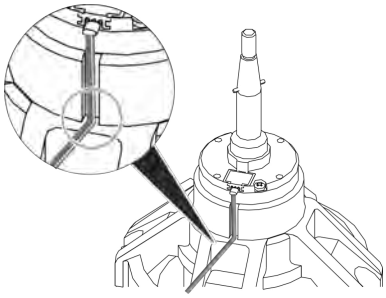

Fig. 37: Routing the cable of the speed sensor
6. Route the speed sensor cable in the groove provided for it on the motor (*Fig. 37*).
3. Route the speed sensor cable in the groove provided for it (*Fig. 37*).